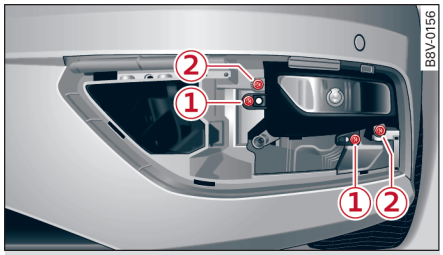

图 268 左前部：前雾灯
- 使用换插十字扳手 ⇨ *第 182 页* 将螺栓拧出 ① ⇨ *图 268*。
- 再装上前雾灯。标记点 ② ⇨ *202 页，图 268* 有助于正确固定。
- 紧固螺栓 ① ⇨ *202 页，图 268* 并重新装上挡板。